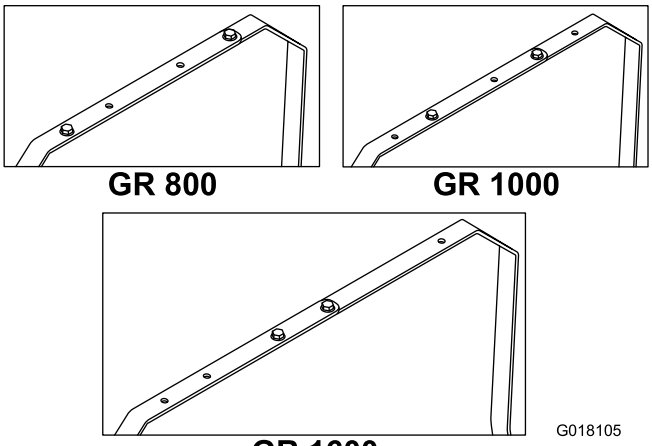

Bild 1
6. Befestigen Sie die zwei Bügel mit zwei Schrauben (5/16" x 1"), zwei Scheiben und zwei Bundmuttern durch die entsprechenden Löcher des Modells zusammen, wie in Bild 1 dargestellt.